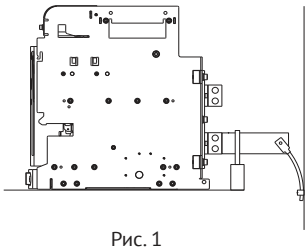

Рис. 1
• удлиненные выводы должны иметь изолированную опору, а кабель должен быть закреплен на твердой поверхности (рис. 1);